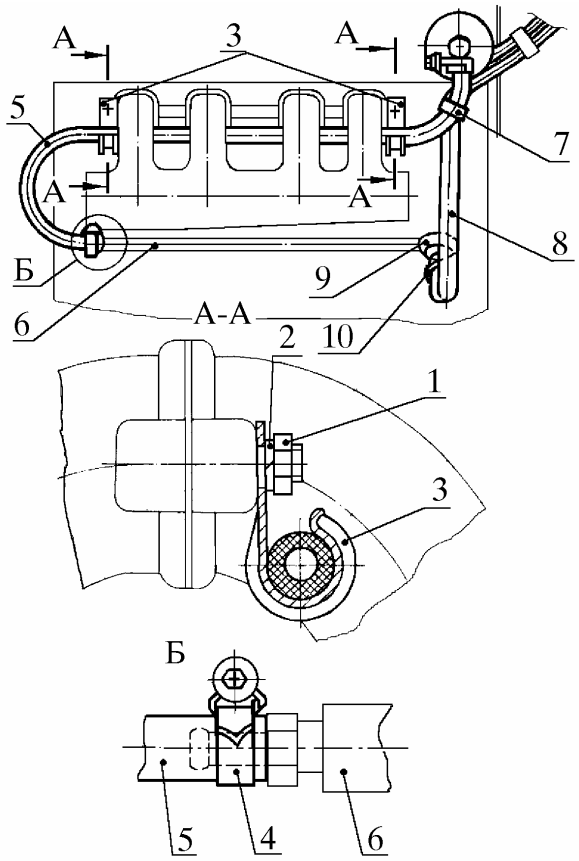

Рис. 20. Отсоединение топливных шлангов:
4.18.1. Отвинтить и снять две гайки 1 (рис. 20) с шайбами 2 крепления скоб 3, снять две скобы 3 со шпилек